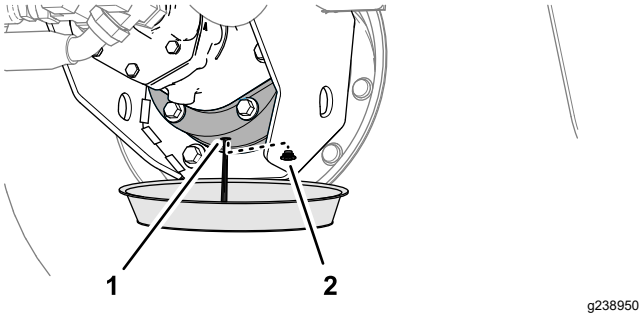

Figure 95
6. Place a drain pan under the brake housing, remove the drain plug, and allow the lubricant to drain completely (Figure 95).